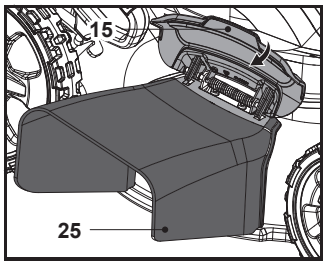

Fig. 15
4. Gently release the side deflector guard (15) (Fig. 15) and the side discharge attachment (25) is ready for use.